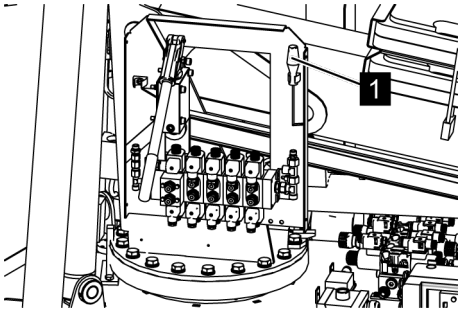

Fig. 83: Operating lever
4. *Take out the operating lever (*Fig. 83*/1).*